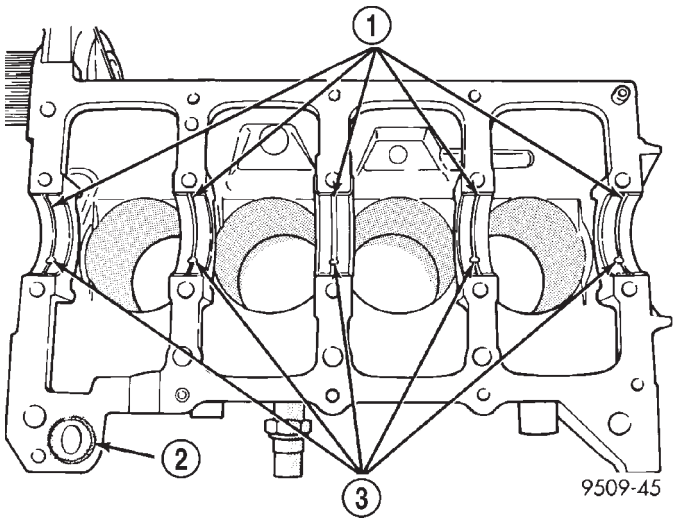

Abb. 98 Einbau der oberen Lagerschale
(1) Hauptlagerschalen mit der Schmiernut im Motorblock montieren. O-Ring in die Aussparung im Motorblock einsetzen (Abb. 98).
(2) Sicherstellen, daß die Schmierbohrungen im Motorblock und die Schmierbohrungen der Lager übereinanderliegen und die Lagernasen in die Aussparungen im Motorblock eingreifen.